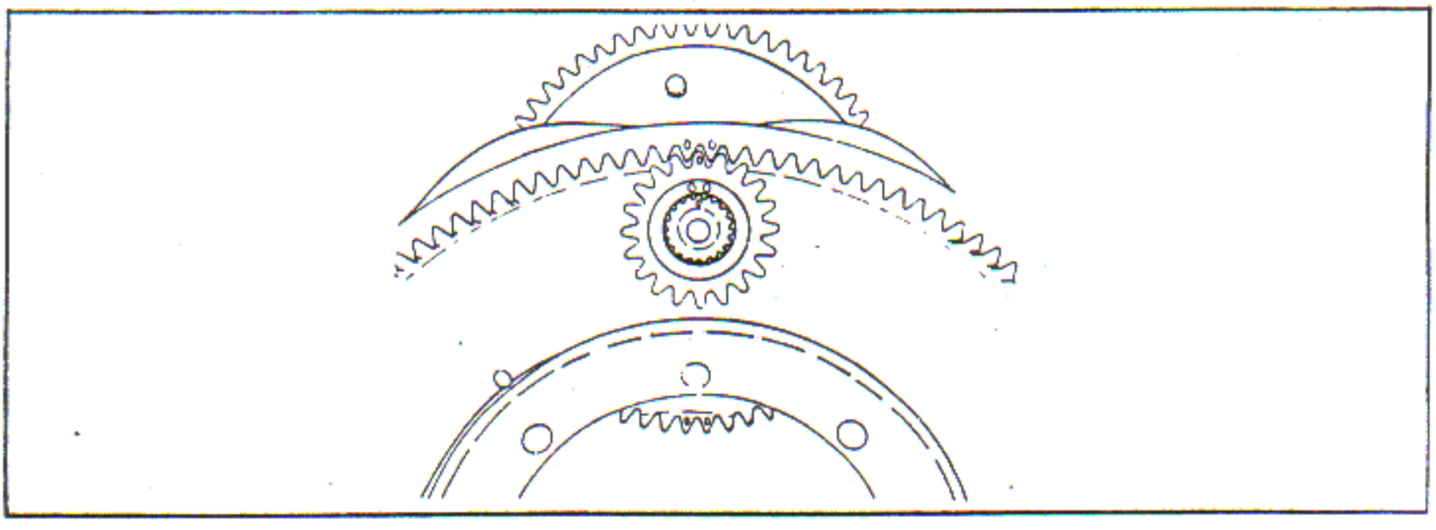

Figure 7-21. Timing Marks Aligned on Cam Assembly (R1820-76 Series, -86A, -86B)
f. Hold the cam intermediate drive gear pinion on the rear side of the support so that the tooth marked with an ellipse meshes with the two teeth with ellipse marks on the cam. Install the cam intermediate drive gear and governor driving gear assembly so that the ellipse mark on the spline of the cam intermediate drive gear is between the ellipses on the face of the pinion. See figure 7-21. Insert the retaining bolt from the rear and install and torque the attaching nut to 70-100 inch-pounds. Insert a cotter pin and bend both legs of the cotter pin around the OD of the nut.